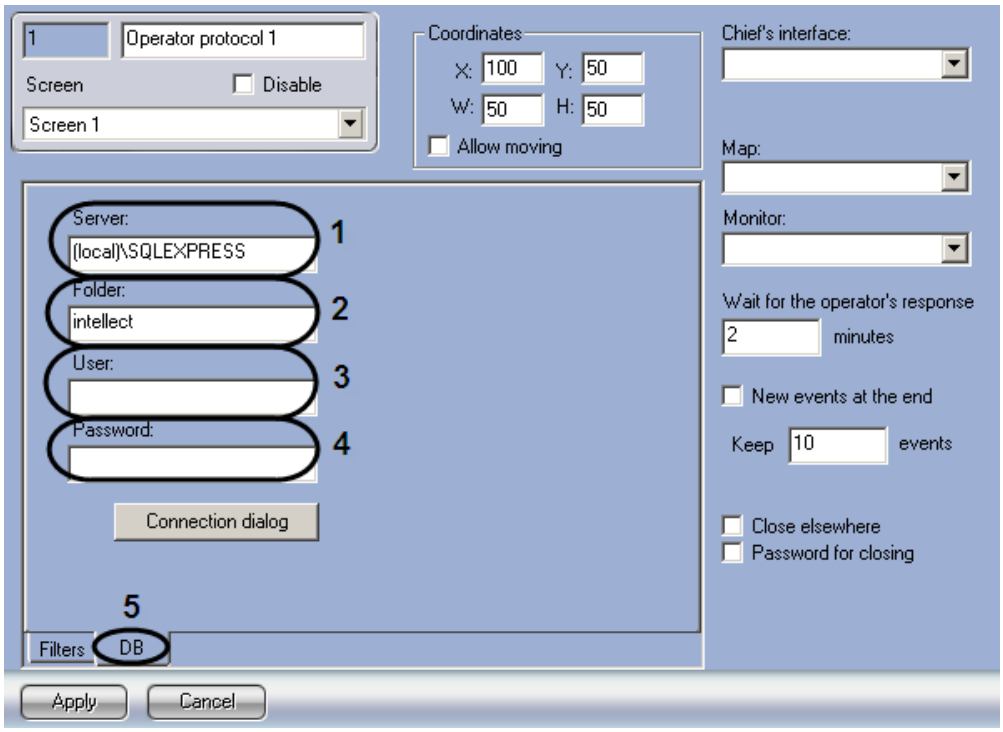

Figure 8.19-12 The settings panel for the "Operator protocol" object. The "DB" tab
13. In the "DB" tab, configure the connection to the database server (Figure 8.19-12, 5).
14.1 In the “Server” field, set the name of the database server to connect to (Figure 8.19-12, 1).
14.2 In the “Folder” field, set the name of the database to store events (Figure 8.19-12, 2).
14.3 In the “User” field, set the username for the authorization on the database server (Figure 8.19-12, 3).
14.4 In the “Password” field, set the password for the authorization on the database server (Figure 8.19-12, 4).